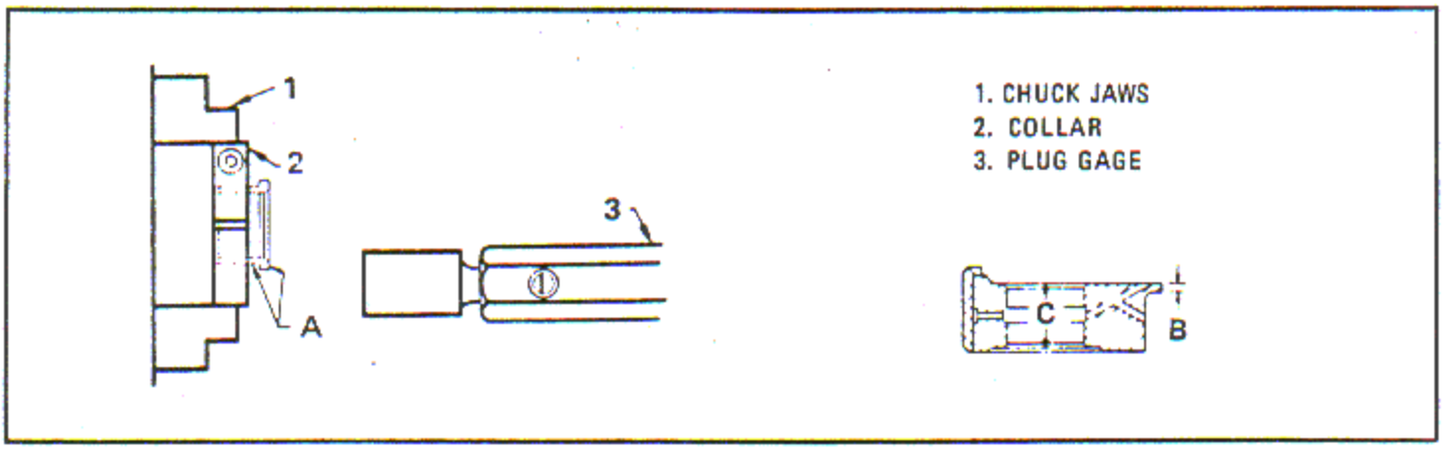

Figure 6-76. Facing Flange and Semi-Finish Boring Bushing
a. Place the first cam drive gear support bushing in the proper collar (2, figure 6-76). The collar used is determined by bushing size as listed following this step. Clamp the collar in the lathe chuck. Indicate the surfaces at A to run true within 0.0005 inch full indicator reading.
a. Place the first oil sump pump drive gear bushing in the proper collar (2, figure 6-76). The collar used is determined by the bushing size as listed following the previous operation. Clamp the collar in the lathe chuck (1). Indicate surfaces at A to run true with 0.0005 inch full indicator reading.
b. Bore out the bushing to a dimension of 1.011 inch and check the hole using a standard "Y" accuracy plug gage (3) which must fit snugly.
a. Place one cam drive gear support bushing in the proper collar (2, figure 6-76), and clamp in a lathe chuck. Indicate surfaces A to run true within 0.0005 inch full indicator reading. Bore out bushing to 1.011 inch diameter.
a. Place the first oil sump pump drive gear bushing in the proper collar (2, figure 6-76), and clamp in the lathe chuck (1).